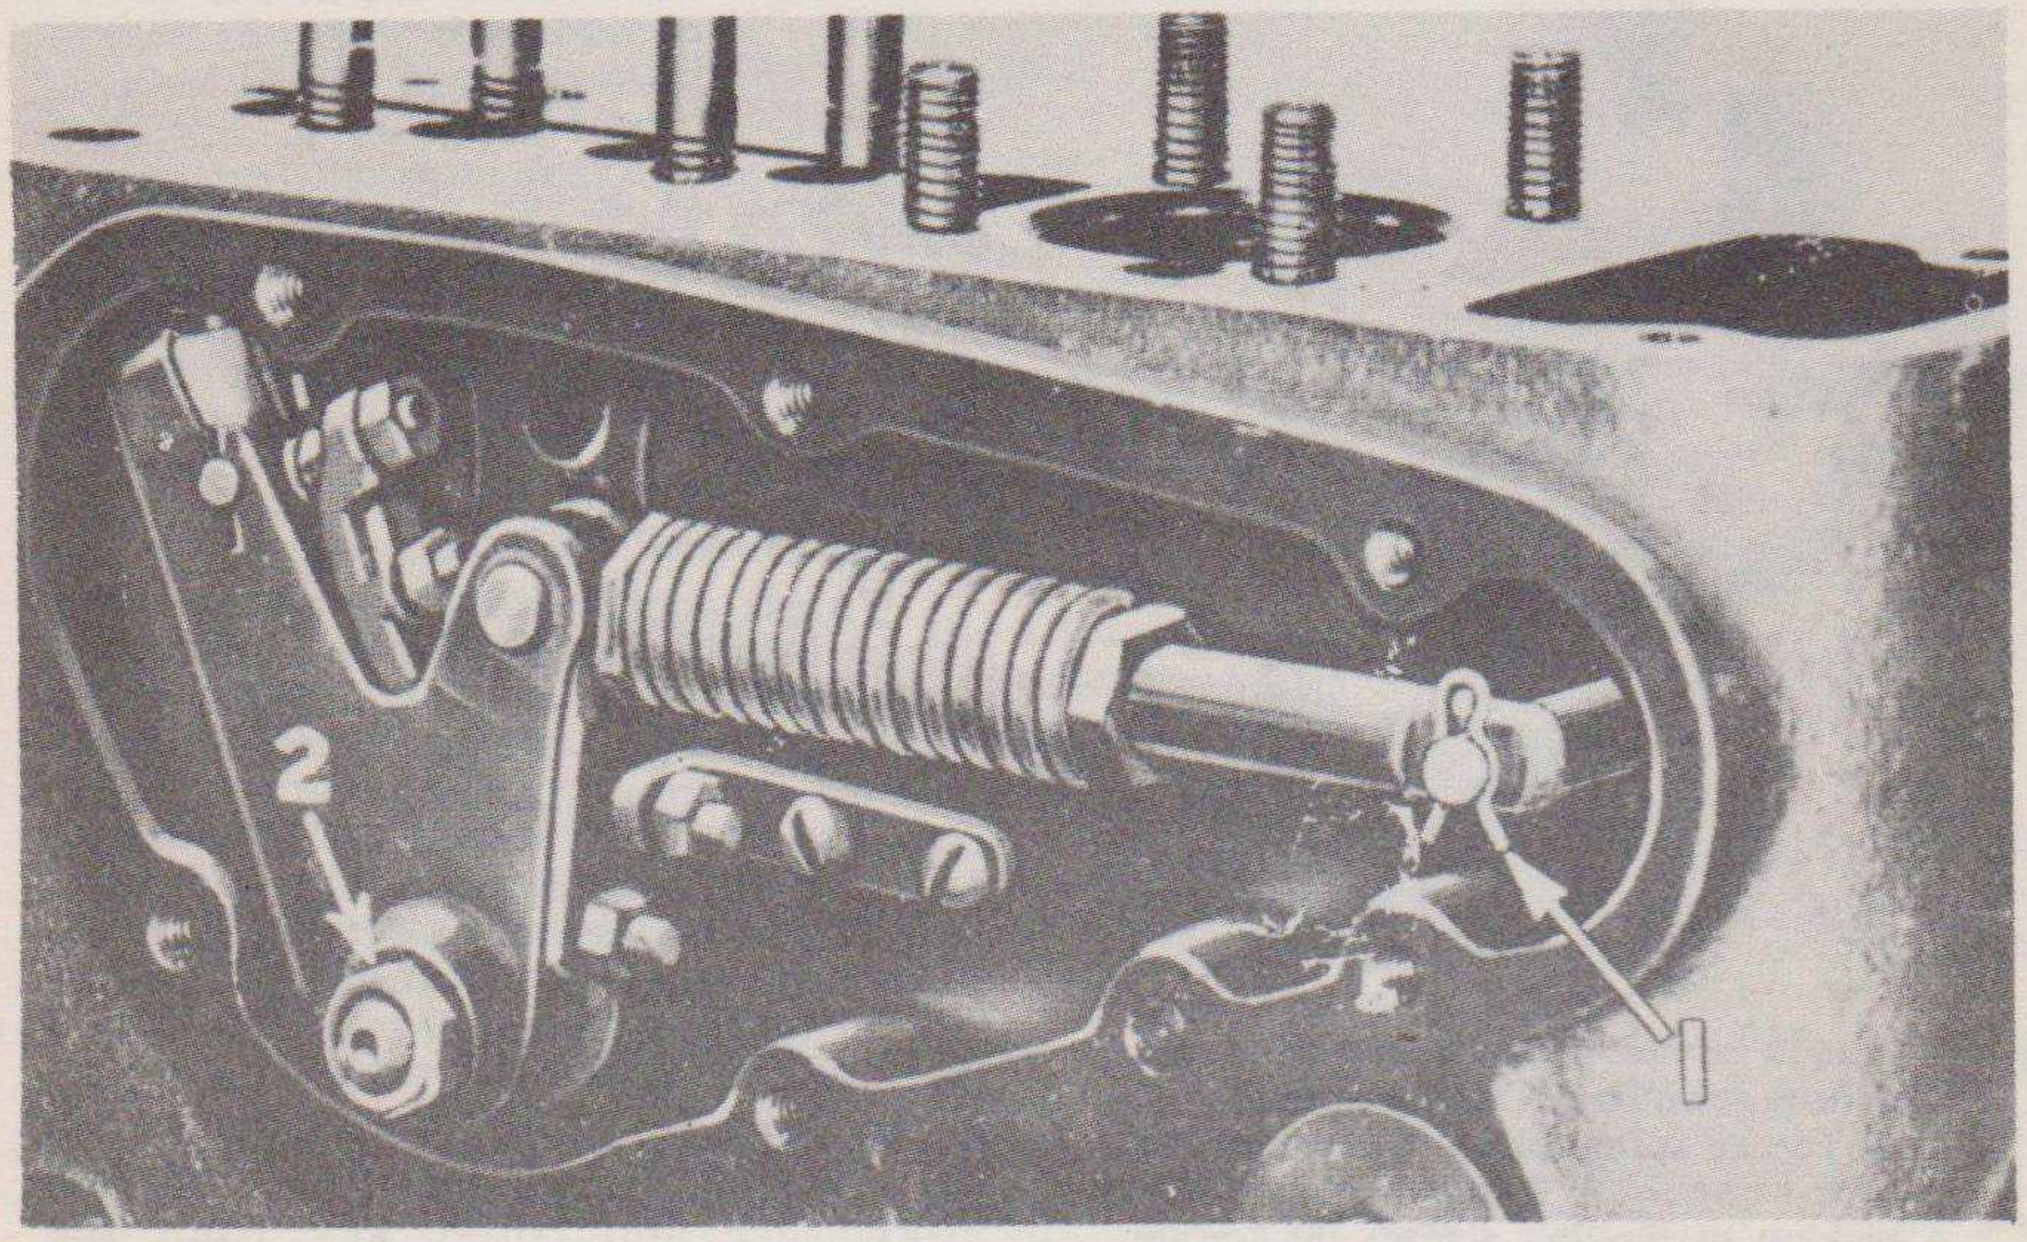

Fig. 73—Torque control and governor spring assemblies. (1) Governor spring lever snap ring. (2) Governor fork shaft nut.
After these preliminary steps have been completed, the governor spring and the torque control units may be removed. With the removal of the snap ring (1), Figure 73, and the self-locking, governor-fork shaft nut (2), the torque control unit (4), Figure 74, and the governor spring unit (9) can be slid from both the governor fork shaft (1) and the governor spring lever (11).